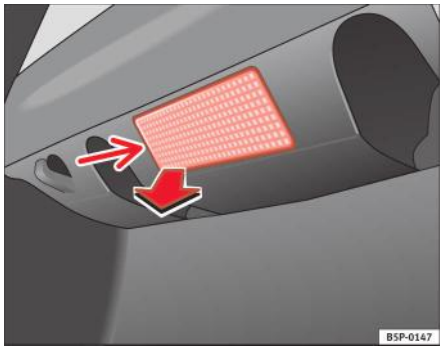

Fig. 174 Lampa din portbagaj
– Scoateți ecranul în formă de lalea, apăsând pe marginea interioară a acestei -săgeți- cu muchia unei şurubelnițe ⇒ fig. 174.